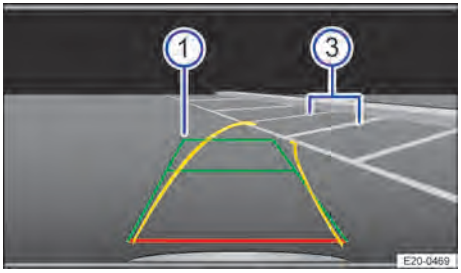

**Fig. 117** Visualización en la pantalla del sistema de infotainment: dirigirse al hueco de aparcamiento seleccionado.
4. Retroceda girando el volante de manera que las líneas amarillas se introduzcan en el hueco de aparcamiento. Las líneas verdes y amarillas tienen que coincidir con las líneas de delimitación laterales → fig. 117 ③.